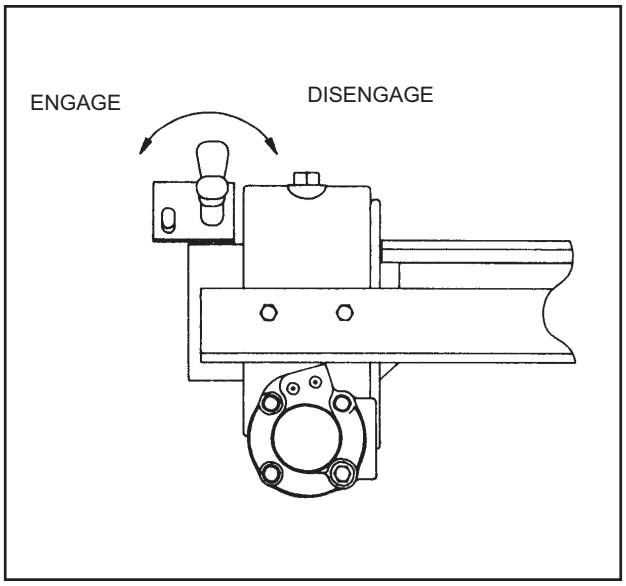

Figure 3-9 20,000# Winch Clutch
b. The **20,000 lb WINCH CLUTCH HANDLE** has two positions. **(See Figure 3-9).**